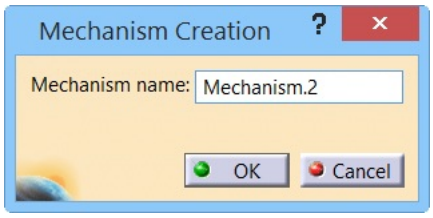

Figure 16-13 *The **Mechanism Creation** dialog box*
*If you want to create a new mechanism, choose the **New Mechanism** button from the **Joint Creation** dialog box; the **Mechanism Creation** dialog box will be displayed, as shown in Figure 16-13. You can specify a user-defined name in the **Mechanism name** edit box and then choose the **OK** button. On doing so, the new mechanism with the specified name will be displayed under the **Mechanisms** node in the Specification tree.*